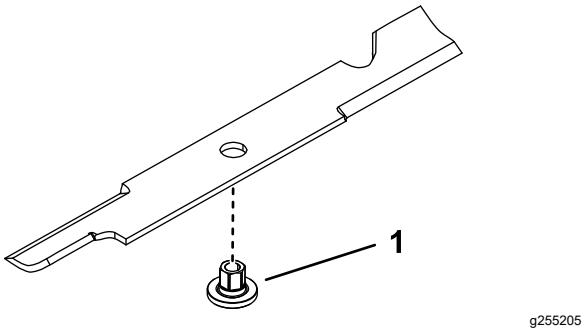

**Figur 110**
1. Monter bøsningen gennem skærekniven med bøsningsflangen på skæreknivens underside (græsside) (Figur 110).